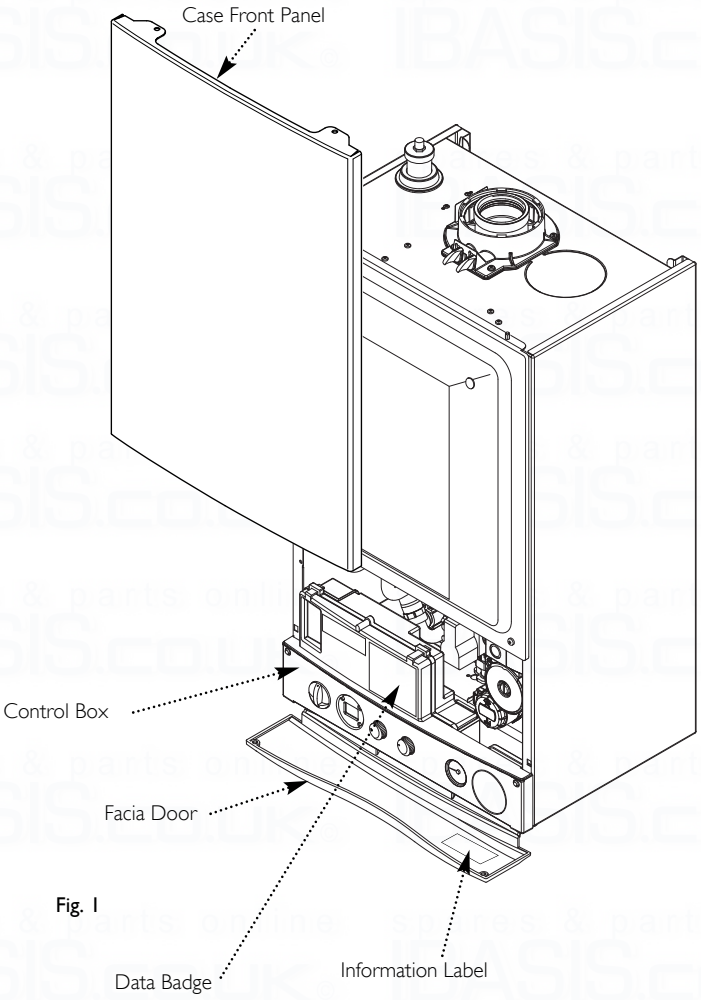

Fig. 1
5. The boiler data badge gives details of the model, serial number and Gas Council number. It is visible when the case front panel is removed and the control box hinged down (Fig. 1).